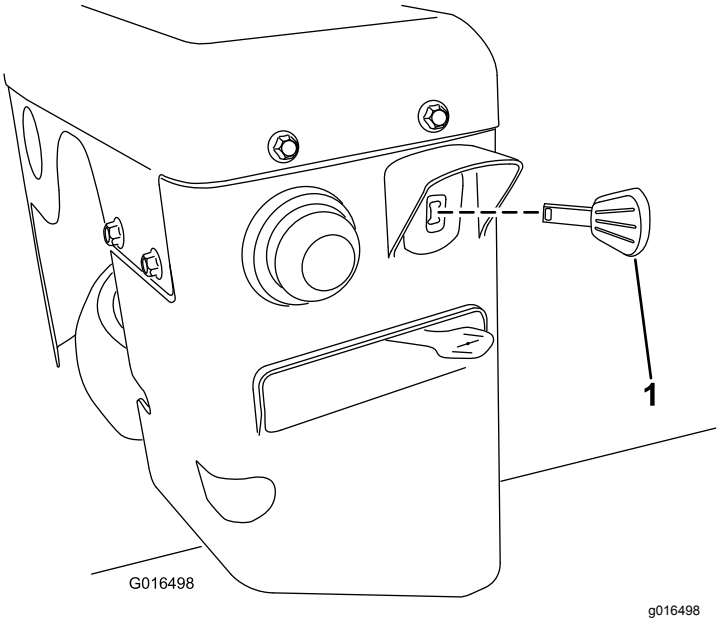

Rysunek 20
3. Włóż do końca kluczyk zapłonu (Rysunek 20).